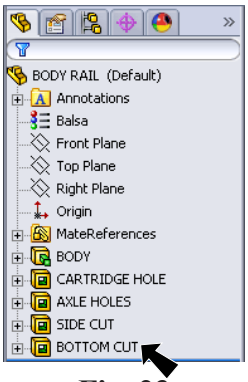

Fig. 23
Step 2. **Rename Cut-Extrude1** to **SIDE CUT** in the Feature Manager, **Fig. 23**. To rename, click **Cut-Extrude1** name in Feature Manager and press **F2** on keyboard. Key-in **BOTTOM CUT**.